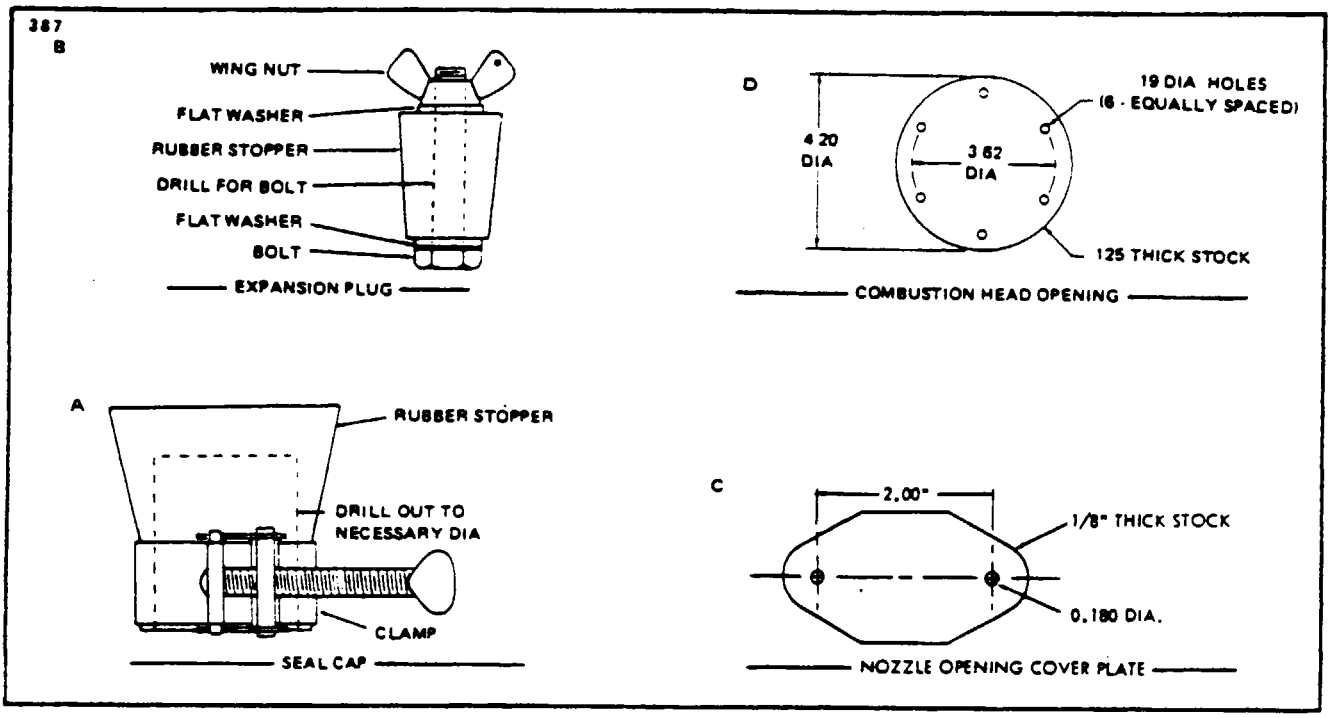

Figure 13-21. Seal Plate, Plugs and Caps for Combustion Tube Leakage Test
a. Fashion a sealing plate from approximately .125 inch thick flat stock to seal the opening in the combustion tube assembly. (See Figure 13-21) Use a rubber gasket under the plate and attach the plate with six screws.
b. Make up seals for all remaining openings, except the one used to connect the air pressure source. (See Figure 13-21.) Use rubber stoppers as shown. The combustion air inlet tube can be sealed best with a drilled stopper and clamp. Other openings should be sealed with expansion plugs. The seal used in the exhaust tube should be formed so that it will not deform the air pressure switch tube which protrudes into the exhaust.